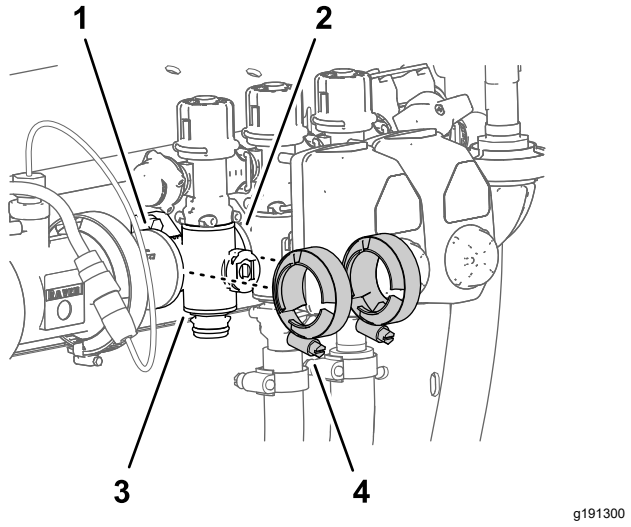

Figuur 121
3. Verwijder de 2 flensklemmen waarmee de spuitboomverdelerklep bevestigd is aan de flenzen van de naburige onderdelen (Figuur 121).